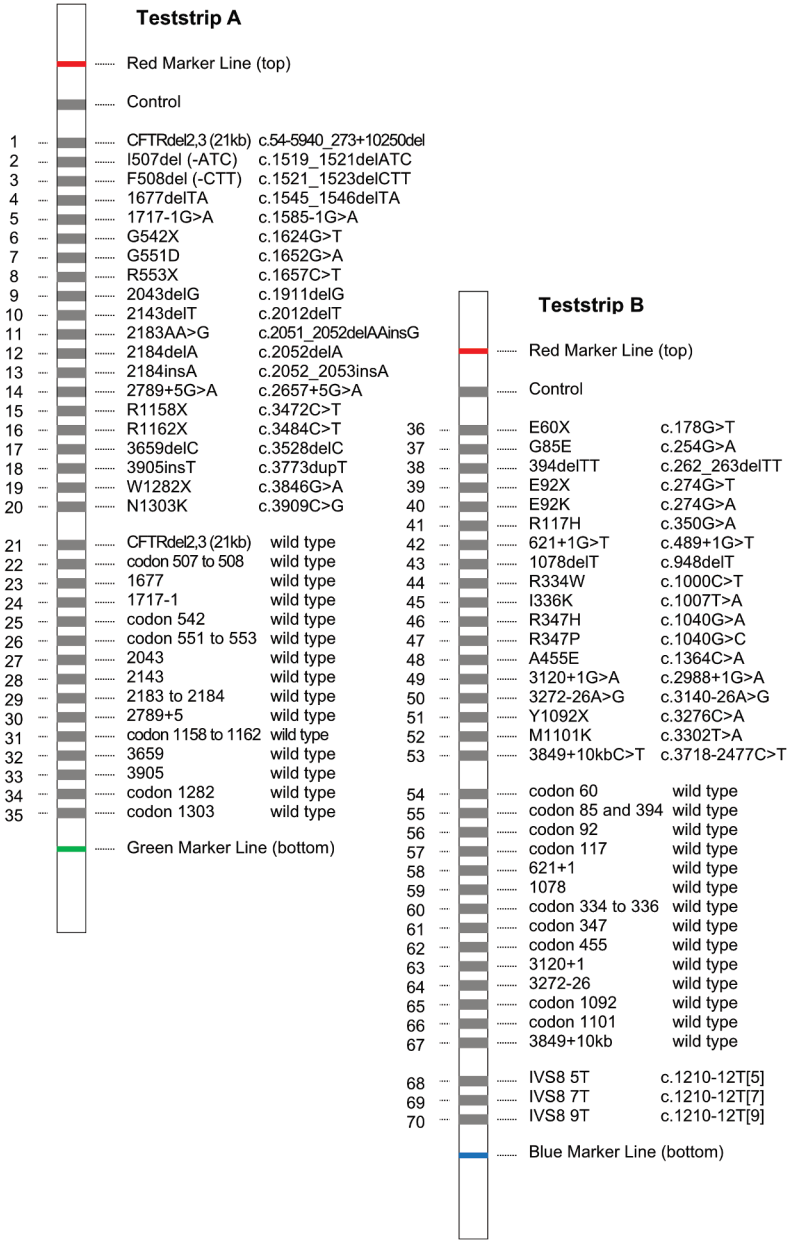

Fig. 1: Teststrip Design
The CF StripAssay® EXT is based on polymerase chain reaction (PCR) and reverse-hybridization. The procedure includes three steps: (1) DNA isolation, (2) PCR amplification using biotinylated primers, (3) hybridization of amplification products to a Teststrip containing allele-specific oligonucleotide probes immobilized as an array of parallel lines (Fig. 1). Bound biotinylated sequences are detected using streptavidin-alkaline phosphatase and color substrates.